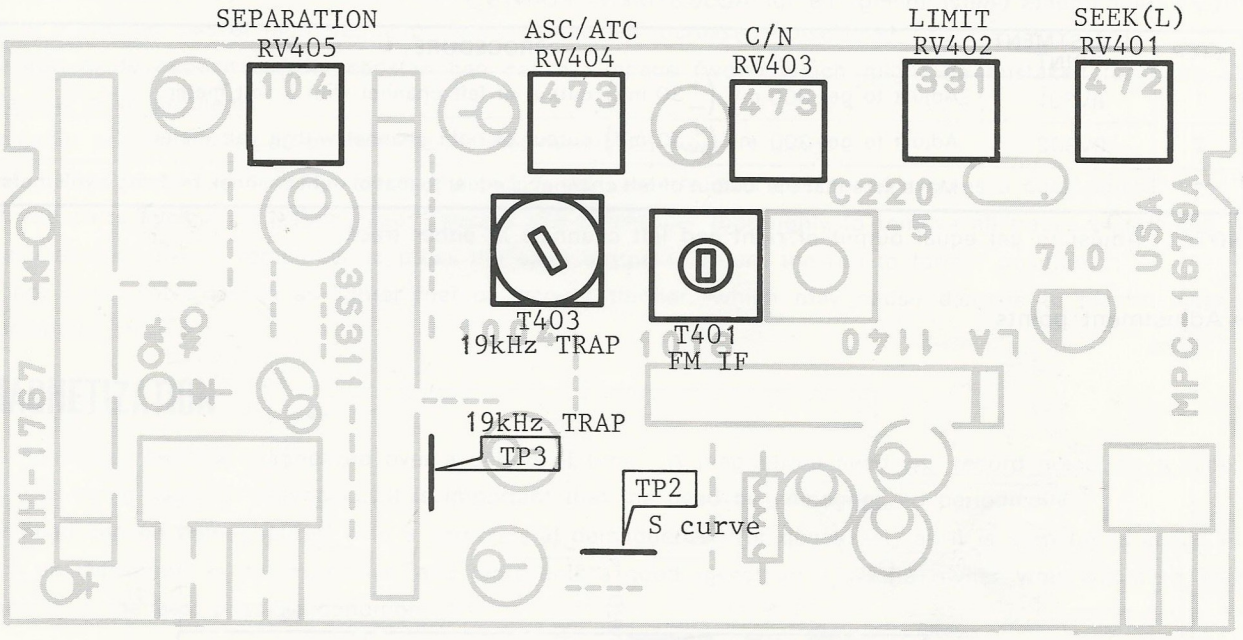

Fig. 18 (C33190430)
(2) Alignment (Refer to Fig. 18)
(1) Connections a. Stereo signal generator·····Connect the TP 1
(1) Connections Same as separation alignment
(2) Aligement (Refer to Fig. 18)